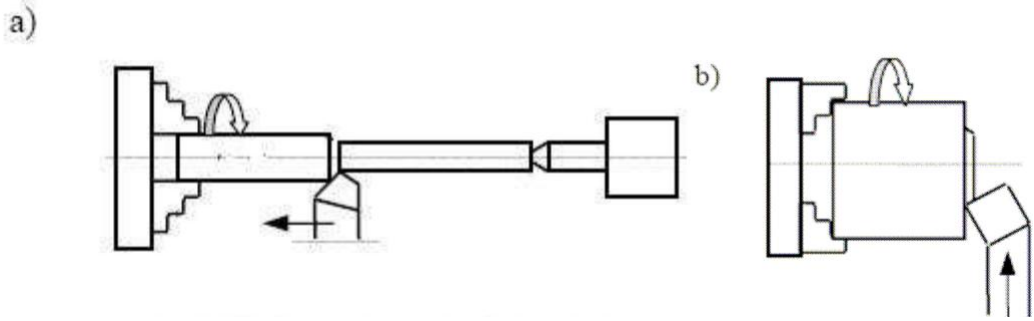

Rys. 19. Toczenie powierzchni cylindrycznych: a) wzdłużne, b) poprzeczne [2].
- przy posuwie wzdłużnym, kiedy kierunek posuwu jest równoległy do osi obrotu przedmiotu (rys. 19 a),
- przy posuwie poprzecznym, kiedy główna krawędź skrawająca jest równoległa do osi obrotu przedmiotu (rys. 19 b).